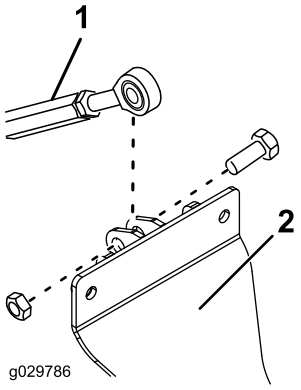

Rysunek 5
6. Przymocuj koniec od strony tłoczyska z łącznikiem gwintowanym do zespołu wspornika siłownika przy pomocy śruby (1/2 x 1-1/2 cala) i nakrętki zabezpieczającej (1/2 cala) w sposób podany na Rysunek 5.